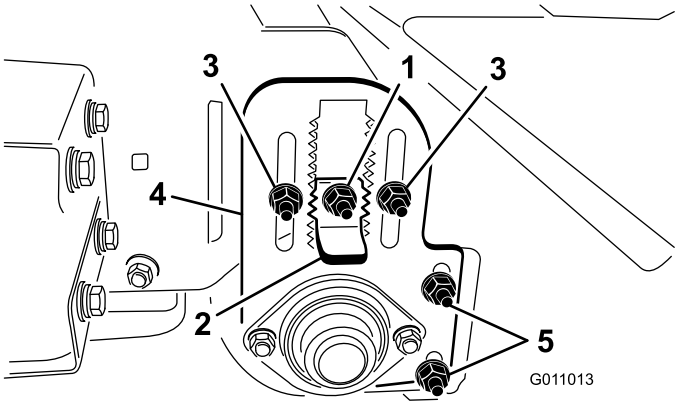

**Figur 20**
3. Løsne låsemutteren på høydejusteringslåsen (Figur 20) så den kan trekkes ut med ca. 13 mm.
4. Løsne låsemutteren for valsehøydejusteringen (Figur 20).
5. Trekk ut høydejusteringslåsen og flytt den bakre valsen opp eller ned ved å skyve justeringsplaten for valsehøyden til ønsket høyde (Figur 20).
Kontroller og påse at valseskrapen (Figur 20) er justert med 2 mm klaring mellom skrapen og valsen. Løsne valseskrapens justeringsmuttere, plasser valsen som ønsket og stram mutterne.